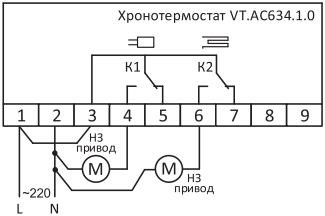

Рис. 6
8.2.7. Для прямого подключения нормально закрытых сервоприводов с питанием ~ 220 В устанавливается шунт (перемычка) между клеммами 1 и 3 для подачи фазного проводника на общий контакт управляющих реле. Сервопривод контура теплого пола (К2) подключается к клеммам 2 и 6. Привод радиаторного контура (К1) подключается к клеммам 2 и 4 (*рис. 6*).